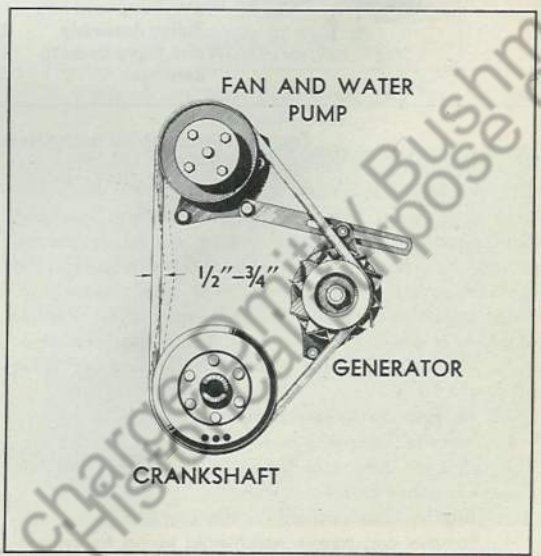

Fig. 4 Belt Adjustment
A. To Adjust Fan Belt—This adjustment should be made whenever inspection shows that belt does not have sufficient tension as indicated in Fig. 4.
2. Move generator away from engine until correct belt tension is obtained. A light pressure on belt at a point midway between pulleys should cause $\frac{1}{2}$" deflection as shown in Fig. 4. Do not adjust belt too tight.